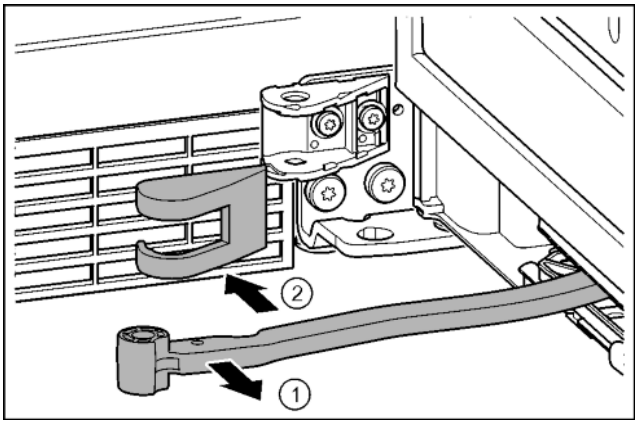

Fig. 17
▶ Scharnier in de richting van de deur draaien. *Fig. 17 (1)*
▶ Afdekking van de lagerbus verwijderen. *Fig. 17 (2)*